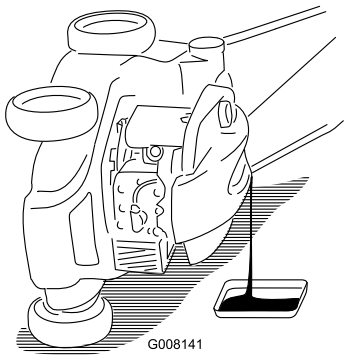

Figuur 29
5. Kantel de machine op de **linker** zijde (met het luchtfilter naar boven) om de oude olie via de vulbuis weg te laten lopen (Figuur 29).